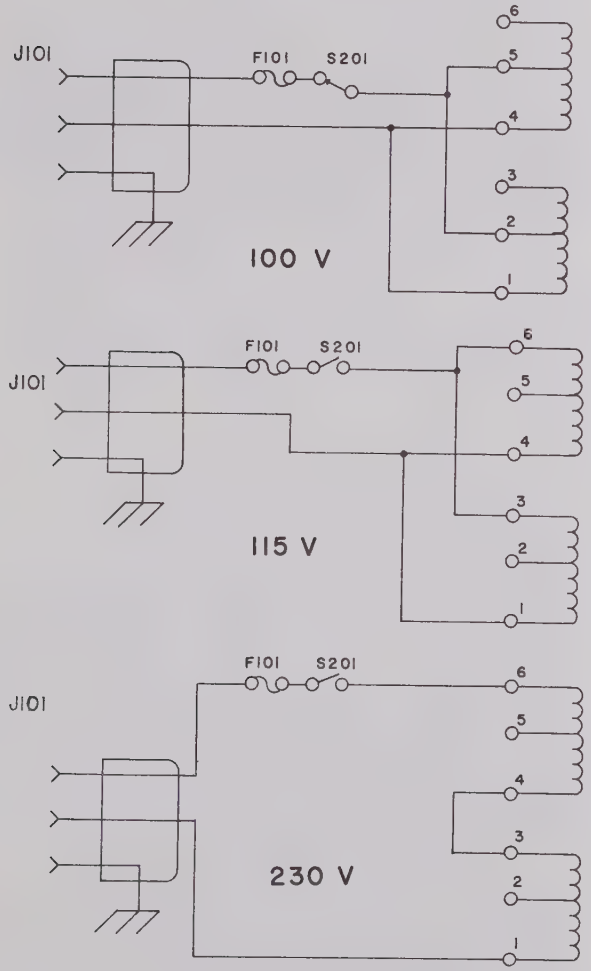

Figure 2-2 System 1010 Line Voltage Conversion
d. Conversion to 100 V or 230 V Operation. The standard System 1010 is wired to operate from 115 V primary power sources. The instrument may be converted for use with either 230-volt or 100-volt power sources by changing the power transformer primary wiring. Figure 2-2 shows the changes required.